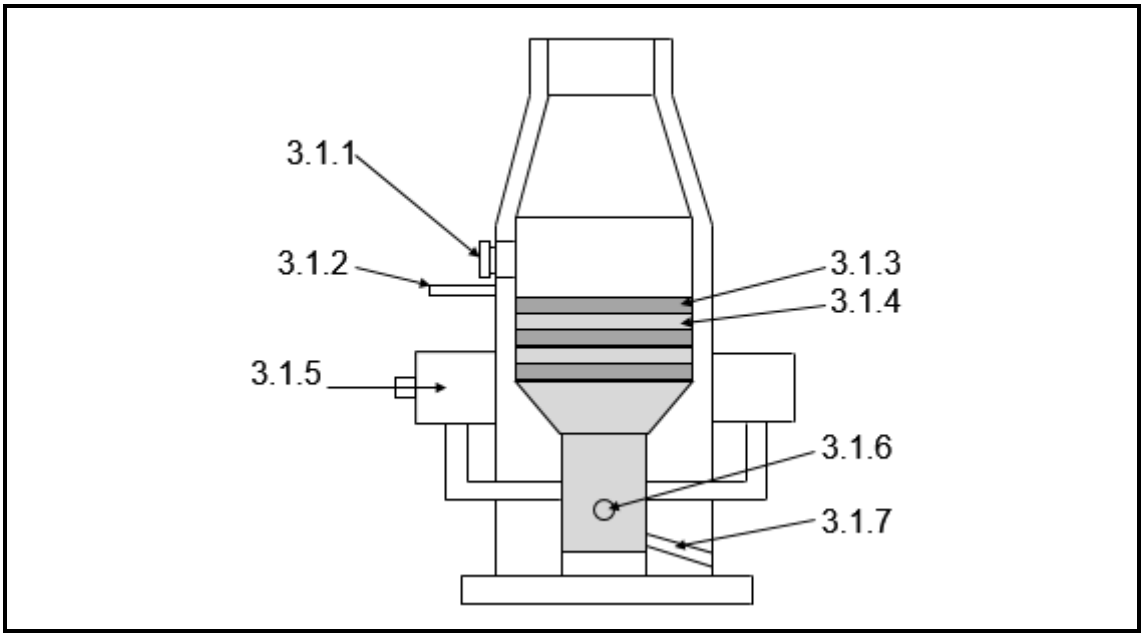

FIGURE 2
3.1 FIGURE 2 shows a cupola furnace.